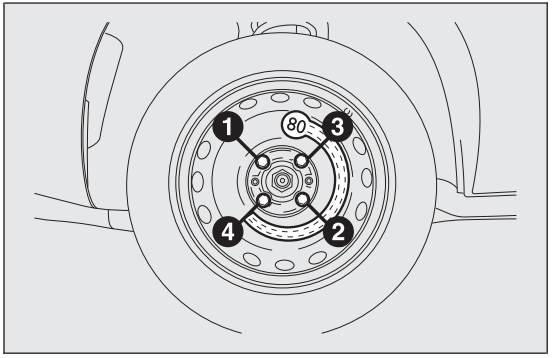

fig. 129 F0Q0397
- ❒ use the wrench provided to fully tighten the bolts, passing alternately from one bolt to the opposite one, as per the numerical sequence illustrated in fig. 129.
- ❒ using the wrench provided, fully tighten the bolts in the sequence shown in diagram fig. 129;
❒ using the wrench provided, fully tighten the bolts in the same sequence shown previously for the space-saver wheel (see fig. 129);